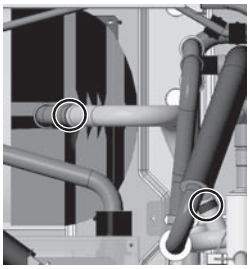

Figure 11
(6) Remove the braze at the two areas on the accumulator inlet pipe. (See Figure 11.)